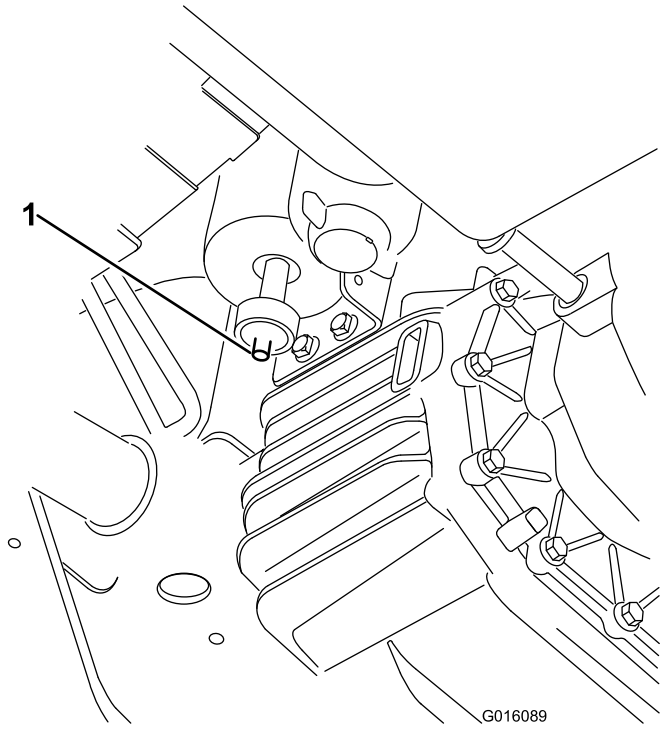

Figur 43
1. Finn luftfilteret på undersiden av karbonsylinderen (Figur 43).